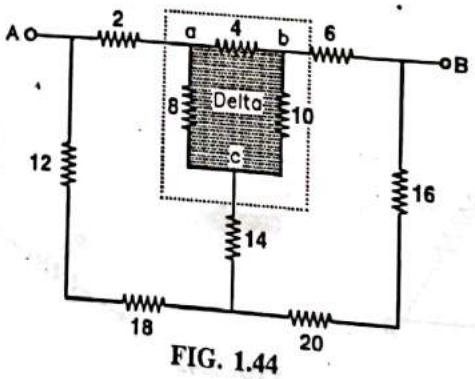

FIG. 1.44
**Find resistance between terminals AB of network shown in figure. 1.44 using star delta transformation.**